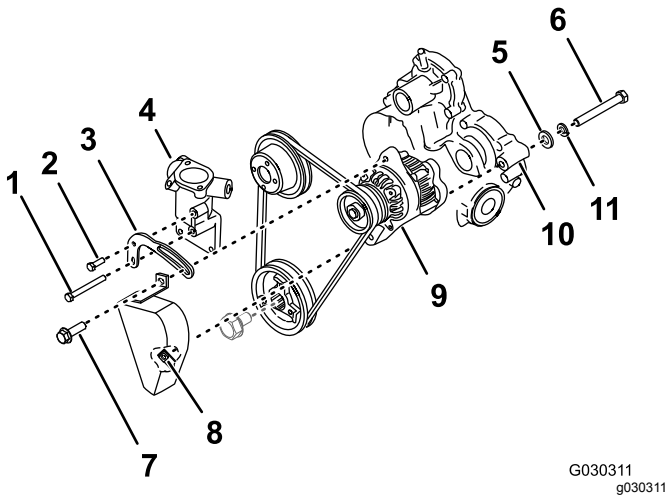

Figur 242
3. Fjern generatorens låsebolt fra generatoren og remspændebeslaget (Figur 242).
4. Fjern spændebeslagets korte bolt fra termostathuset og remspændebeslaget (Figur 242).
5. Fjern spændebeslagets lange bolt fra topstykket, termostathuset og remspændebeslaget, og fjern remspændebeslaget fra maskinen (Figur 242).
6. Bag på generatoren – løsn drejebolten helt, og fjern remskærmen fra maskinen (Figur 242).
7. Understøt generatoren, og fjern drejebolten, låseskiven og den flade spændeskive fra generatoren, og gearkassen fra motoren (Figur 242).